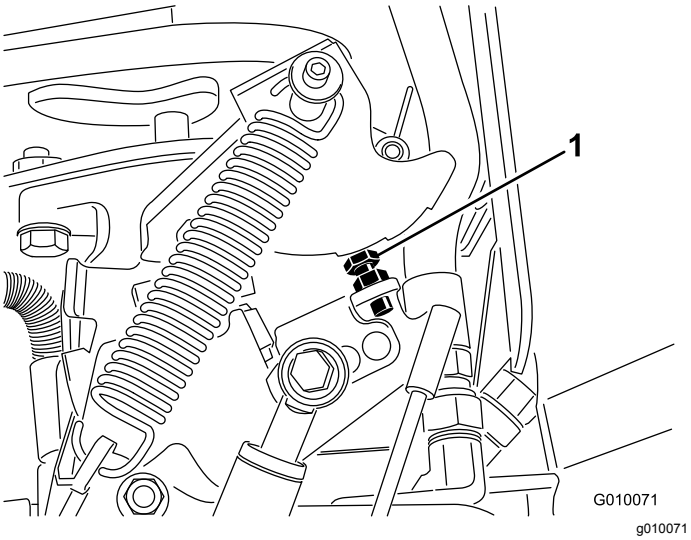

Rysunek 67
6. Jeśli potrzebna jest regulacja, przykręć śrubę zderzaka pompy (Rysunek 67) bliżej płyty zderzaka, aby zmniejszyć odstępy otworów, lub odkręć śrubę zderzaka dalej od płyty zderzaka, aby zwiększyć odstępy otworów.